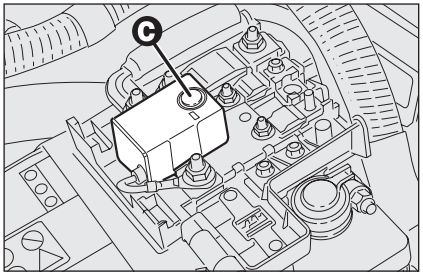

rys. 63
- ❒ nacisnąć przycisk **C-rys. 63** aby reaktywować wyłącznik zasilania elektrycznego.